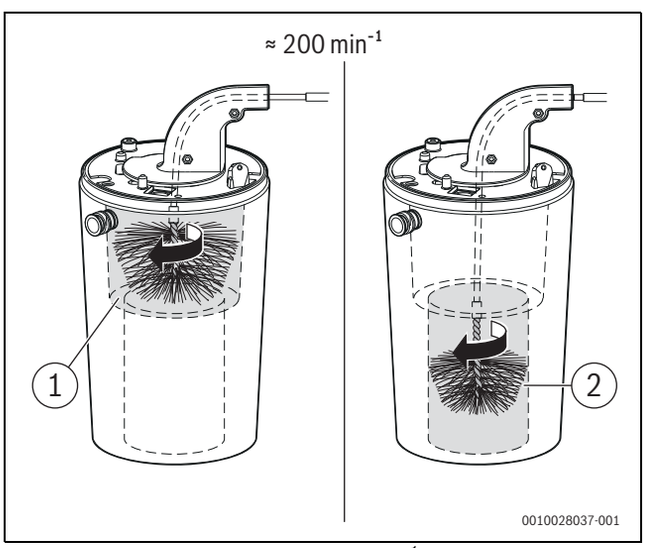

Bild 65 Wärmeblock reinigen (ca. 200 min^{-1}, nur Rechtslauf)
- ▶ Mit kleiner Bürste für den unteren Bereich wiederholen (→ Bild 65, [2]).